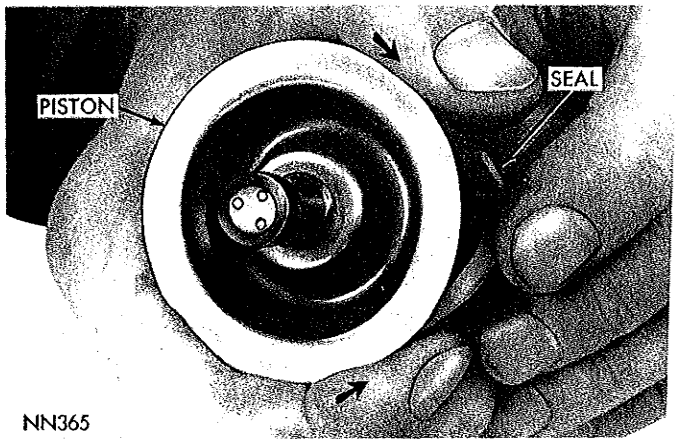

*Fig. 10—Removing the Piston Seal*
(7) Using fingers, roll piston seal out of its groove in piston (Fig. 10). Discard seal.
(8) Remove remaining three pistons in same manner.
(9) Remove bleeder screw from inner caliper housing.